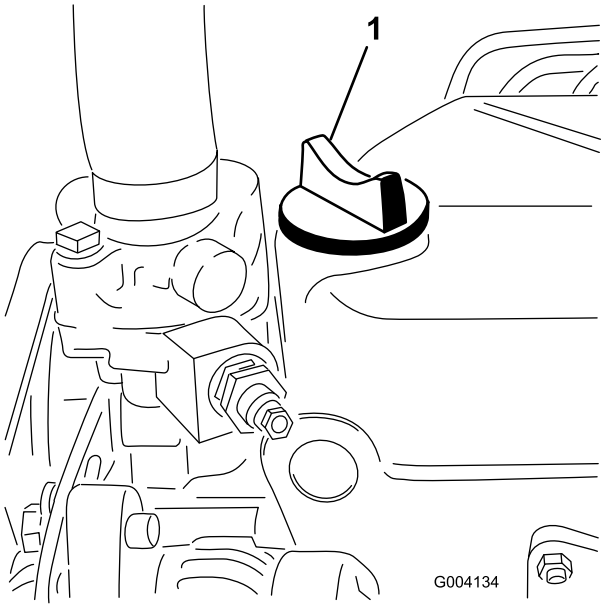

Figur 28
5. Om oljenivån inte når upp till markeringen Full på oljestickan (Figur 28), fyller du på olja tills nivån når upp till markeringen.